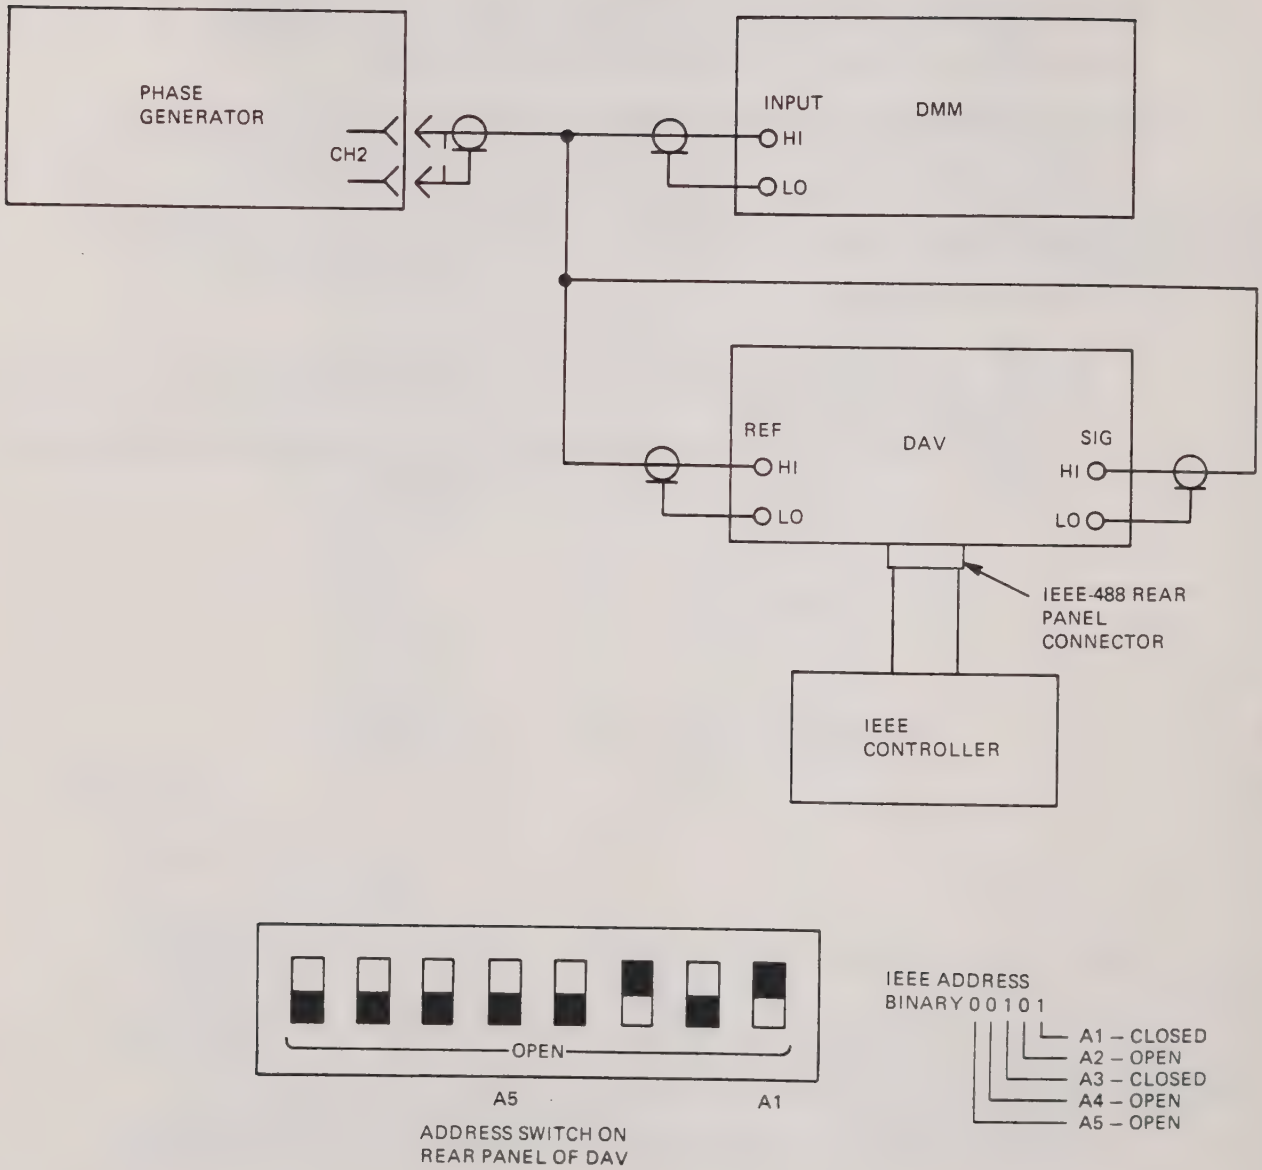

Figure 3-8. IEEE Tests, Test Setup Diagram
(c) Test set up as shown in figure 3-8.
7. Set IEEE address on DAV as shown in figure 3-8.